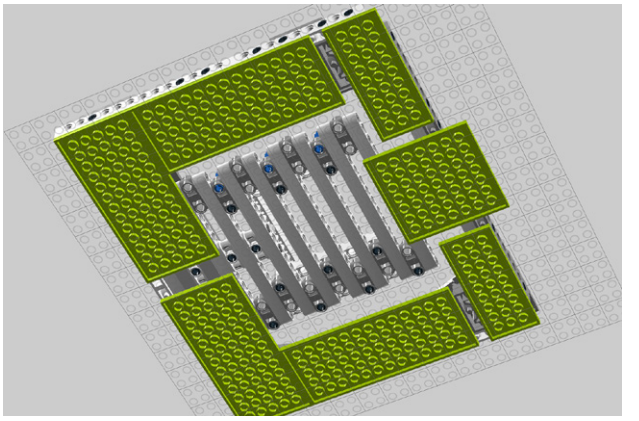

Figure 8-37. *Step 32: Reinforcing the Keytar body with a bevy of Lego plates*
32. Reinforce the back with a layer of plates—count the studs in Figure 8-37 to get the sizes right!